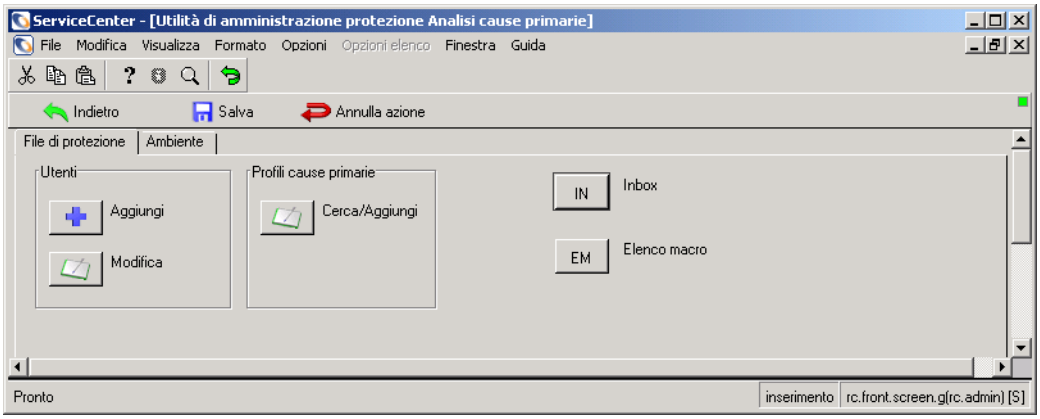

Figura 5-3: Utilità di amministrazione protezione: scheda File di protezione
2. Fare clic su **File di protezione**. La Figura 5-3 mostra l'Utilità di amministrazione protezione di Analisi cause primarie.
Le opzioni di protezione vengono selezionate nella scheda File di protezione mostrata nella Figura 5-3.